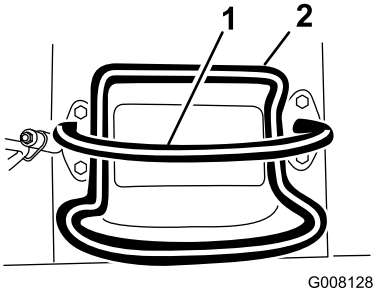
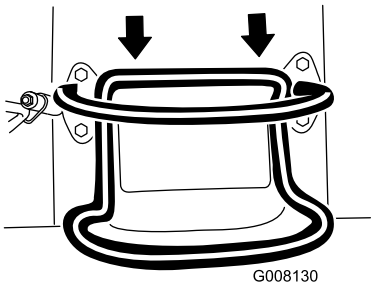

Figur 6
Figur 8
- För drivreglaget bakåt för att köra bakåt (Figur 8). **Titta bakåt när du backar för att upptäcka eventuella hinder och håll händerna på referensstaven (Figur 6).**
- Släpp drivreglaget för att stoppa drivningen (Figur 6).